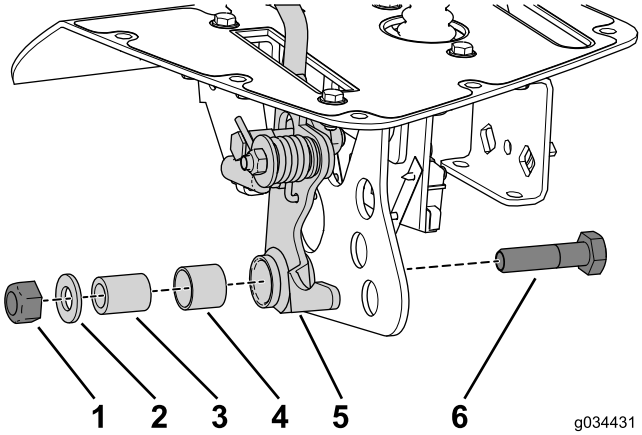

Rysunek 22
2. Używając nakrętki zabezpieczającej, podkładki płaskiej, rury dystansowej i wcześniej odkręconej śruby, zamocuj zespół uchwytu do wspornika (Rysunek 22).